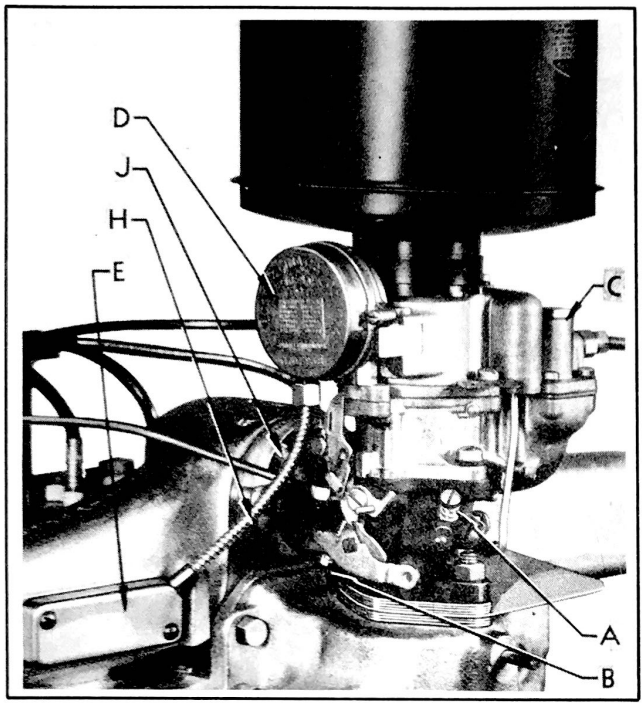
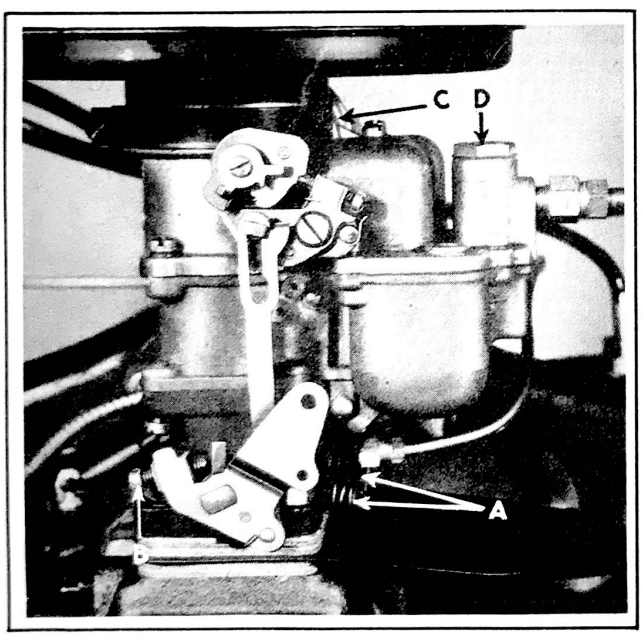

Figure 5 - Idling Adjustment
Figure 6 Idling Adjustment
On Models 10 and 18 using the single type carburetor, turn clockwise the idling screw (A) Fig. 5, into its seat and then out (counterclockwise) exactly one turn. Readjust for smooth idling. The final adjustment should be from 1/2 to 1 1/2 turns of the screw from its full "in" position. The throttle adjusting screw (B) should be set for a car speed of 7 1/2 to 8 M.P.H. in high gear.
wise) both idling adjusting screws (A, Fig. 6) into their seats alternately and back out (counterclockwise) exactly 3/4 of a turn. Readjust for smooth idling. The final adjustment of the two idling screws should be from 1/4 to 1 turn out of their full "in" position.
Adjust the throttle stop screw (B, Fig. 5) on the single carburetor and screw (B, Fig. 6) on the duplex carburetor so that the engine idles at a car speed of 7 1/2 to 8 miles per hour in high gear when the car is equipped with 4-1/9 to 1 axle or 6-1/2 to 7 M.P.H. with 4 5/9 to 1 axle and 6 to 6 1/2 M.P.H. with a 4 7/8 to 1 axle. This is equivalent to 600 R.P.M.